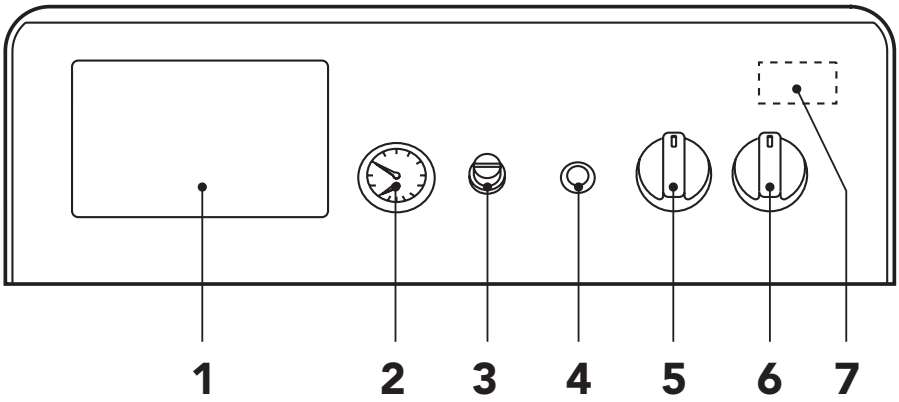

Abb. 1
- Den Schalter "6" der Kombitherme auf 1 stellen (Abb. 1).
Die Kombitherme ist mit einer elektronischen Temperaturregeleinheit (Teil 1 von Abb. 1) ausgestattet, mit der die gewünschte Temperatur sowohl für die Beheizung der Räume als auch für das Brauchwasser eingestellt werden kann.